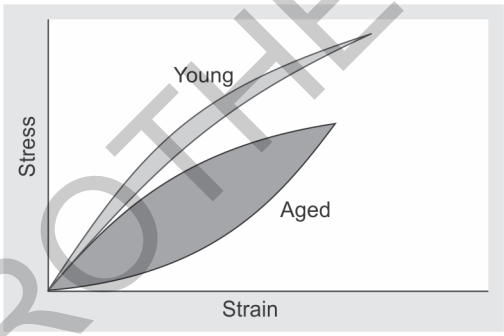

Fig. 1.29: Hysteresis of heel pad
- *Aged heel pad:* Poor ability to absorb the shock **(Fig. 1.29)**.